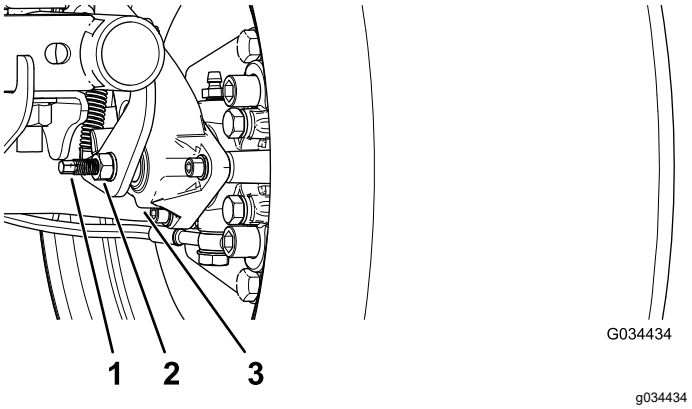

Figur 49
3. Brug to skruenøgler til at holde justeringstappen på kaliberen på plads med én skruenøgle, og løsn kontramøtrikken ¼ omgang med den anden nøgle (Figur 49).
4. Mens du holder justeringstappen og kontramøtrikken på plads, skal du dreje justeringstappen ind for at stramme (Figur 49).
5. Mens du holder justeringstappen og kontramøtrikken på plads, skal du skrue ¼ omgang ud (Figur 49).
6. Mens du holder justeringstappen og kontramøtrikken på plads, skal du stramme kontramøtrikken (Figur 49).